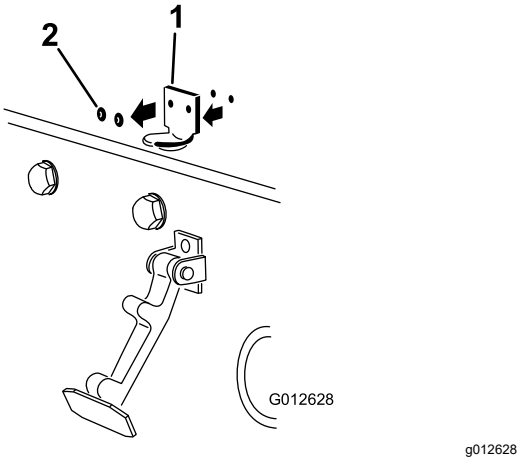

Figuur 32
2. Verwijder de popnagels (2) waarmee de beugel van de motorkapvergrendeling aan de motorkap is bevestigd (Figuur 32). Verwijder de beugel van de motorkapvergrendeling van de motorkap.